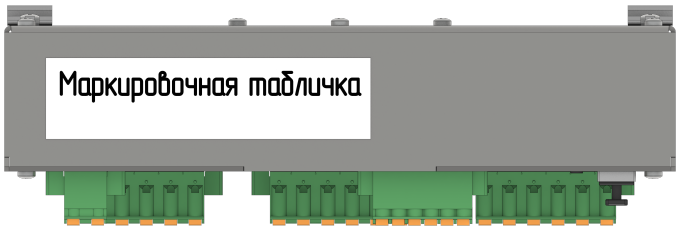

Рисунок 1.3 – Место расположения маркировочной таблички
1.4.1 Устройство имеет табличку со стойкой маркировкой, расположенной на внешней поверхности корпуса (см. рис. 1.3). Внешний вид таблички приведен в приложении Г.